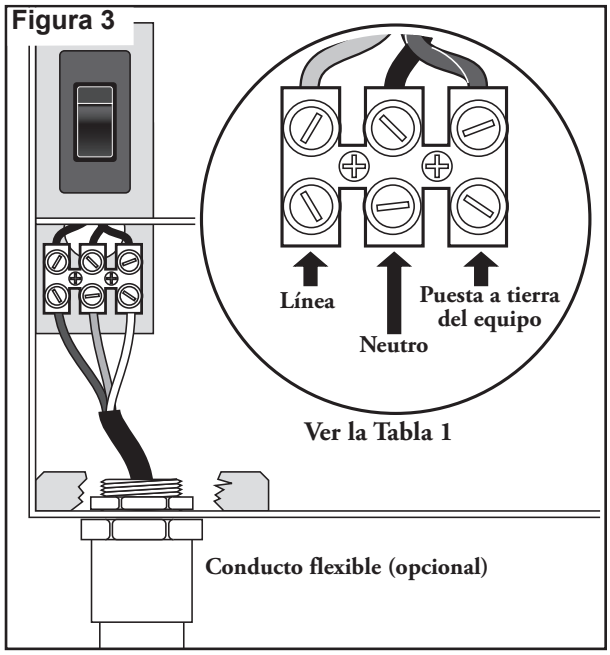

Figura 3
3. Pele los cables de alimentación y conéctelos al bloque terminal (**Figura 3**). Consulte en la **Tabla 1** el tipo correcto de conexión eléctrica.
5. Prepare la plantilla de instalación de los pernos de montaje con los pernos de 5/16" x 4½" y las tuercas suministradas, como se indica en la figura 3. Las roscas deben sobresalir 51 mm (2") desde la superficie superior de la plantilla de instalación de los pernos.